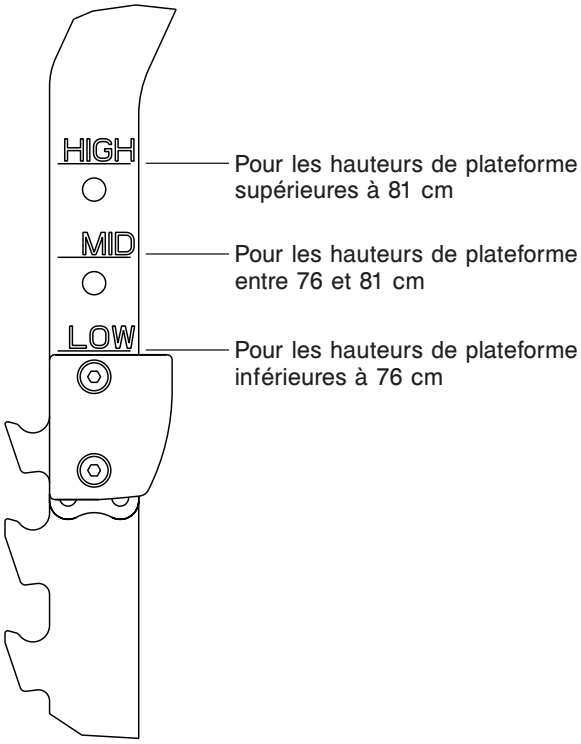

Figure 12 - Hauteur de chargement de la civière
3. Sélectionner HIGH, MID ou LOW (haut, moyen ou bas) selon les exigences de hauteur de chargement de la civière (consulter la Figure 12). Par exemple :